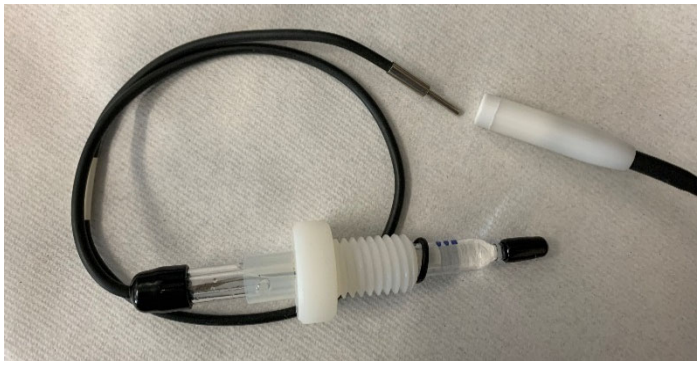

Figure 7. A Photo of a Silver/Silver Chloride Type Reference Electrode
- **Reference Electrode:** Reference electrode type can vary but they are often Saturated Calomel or Silver/Silver Chloride types. Connect the Reference Cable (White) to this electrode (Figure 7).